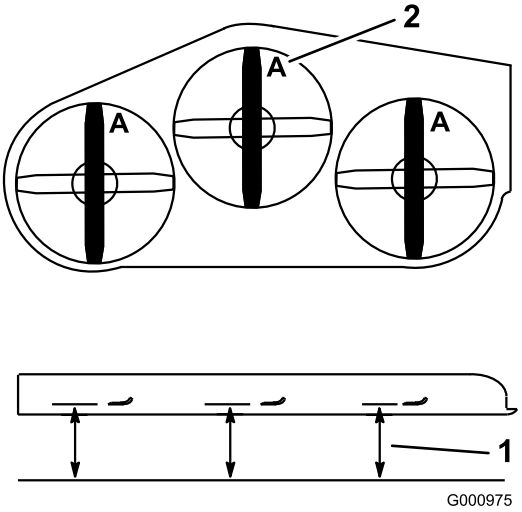

Figur 79
3. Drej skæreknivene, indtil enderne vender fremad og bagud. Mål fra en plan overflade til skærekanten, position **A**, på skæreknivene(Figur 79). Noter dette mål.